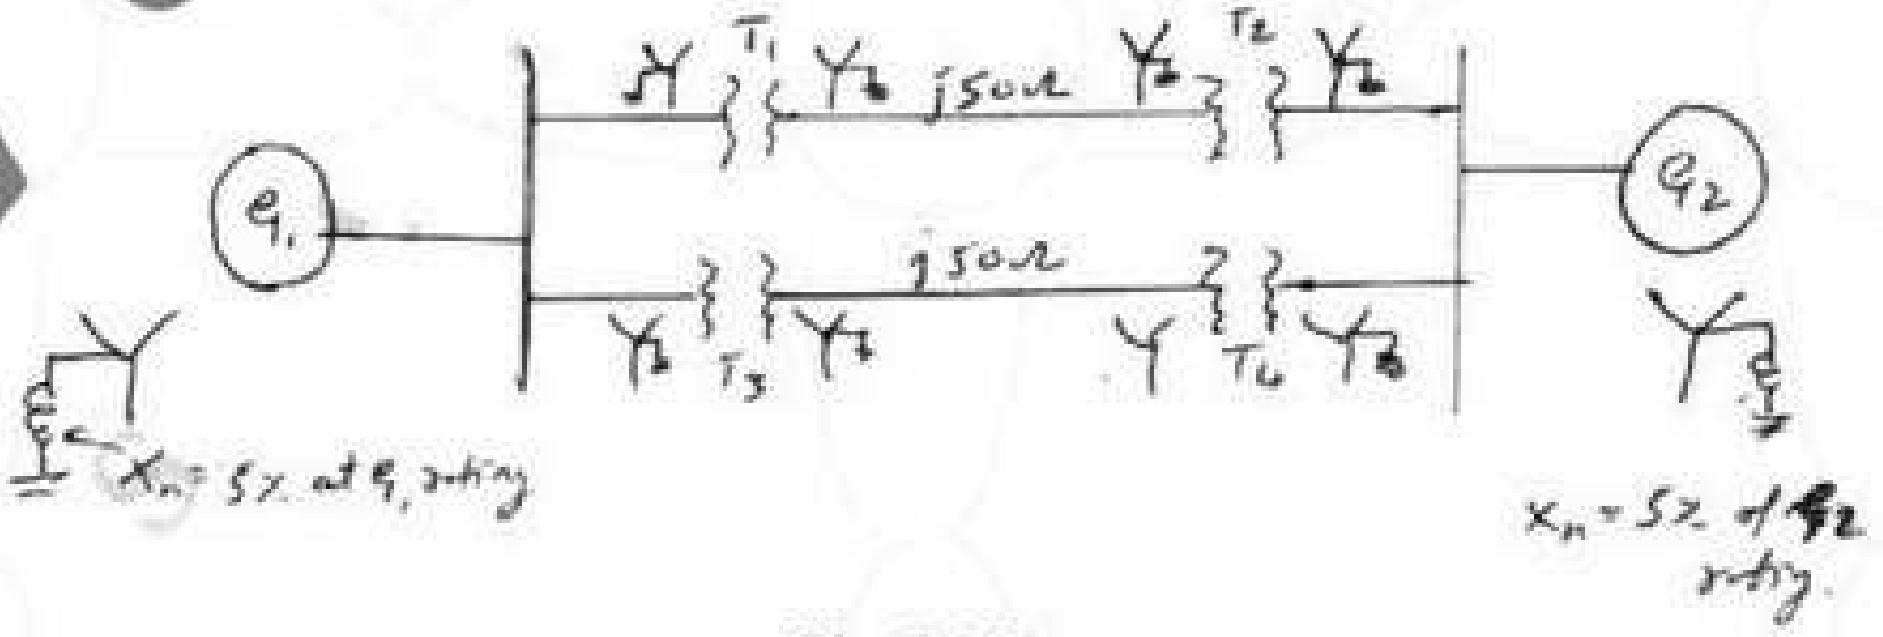

Fig.Q6(b)
b. Draw the positive, negative and zero sequence network for the power system shown in Fig.Q6(b). Choose a base of 50MVA, 220KV in the 50Ω transmission line and mark all reactance in per unit. The ratings are as under :